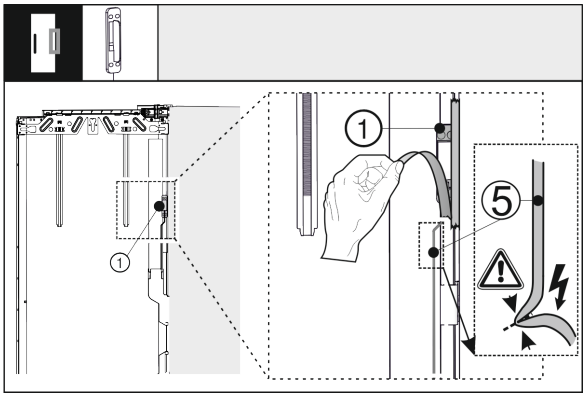

Fig. 40
▶ Loosen the knocking sensor *Fig. 40 (1)* from the outside door. Do not damage the connection cable *Fig. 40 (5)*.